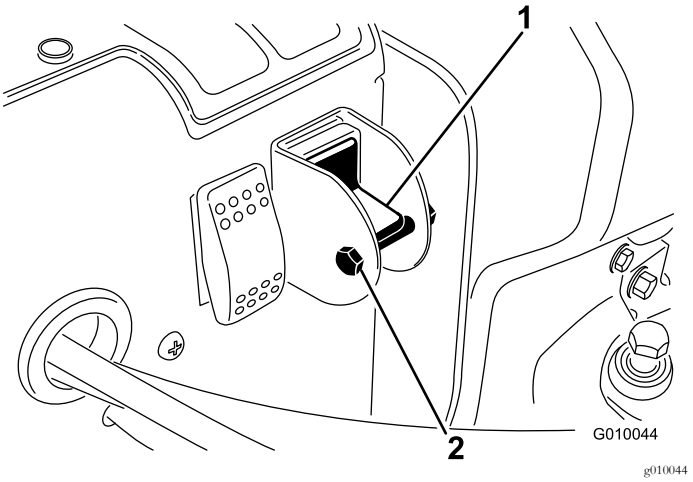

**Figur 29**
4. Fjern låsebolt og mutter fra velgerbryteren (Figur 29).